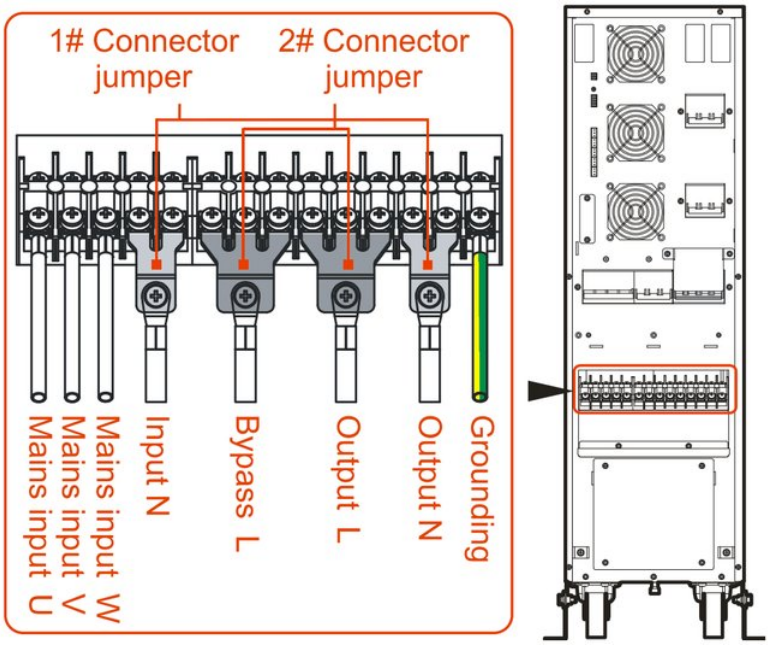

**FIGURE 3-12** Connector jumper and wiring diagram of 31 mode
- 31 mode Take a pair of 1# and 2# connector jumpers (optional accessories) and fit them to the UPS wiring terminals (as shown in Figure 3-12). Then connect the cables to the corresponding terminals according to the wiring diagram.